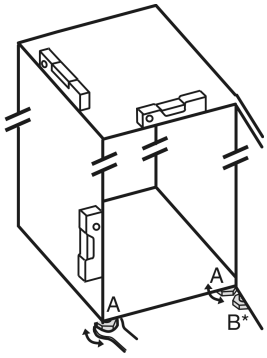

Fig. 25
▶ Seřizovací nožky *Fig. 25 (A)* vyšroubujte pomocí přiloženého vidlicového klíče a pomocí vodováhy, dokud nebude spotřebič pevně vyrovnaný.
▶ Seřizovací nožku *Fig. 25 (B)* na stojanu ložiska vytáčejte pomocí přiloženého vidlicového klíče, až dosedne na zem.
▶ Seřizovací nožku *Fig. 25 (B)* otáčejte dál o 90°.